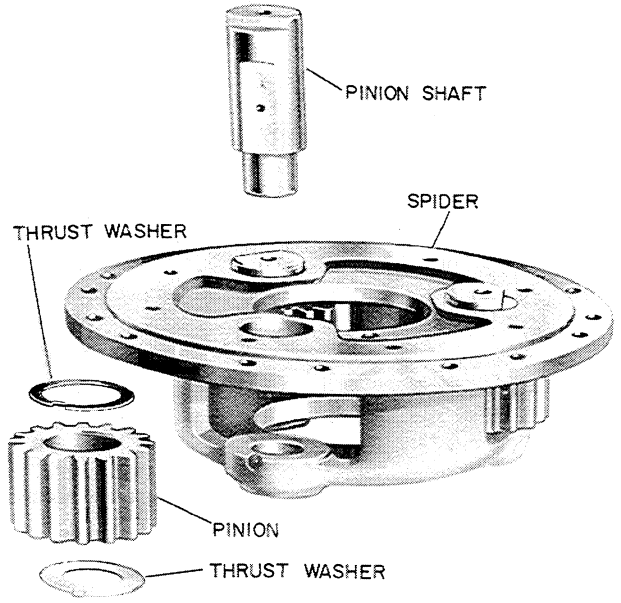

Figure U-18
4. Then remove the pinions and the special thrust washer, Figure U-18.